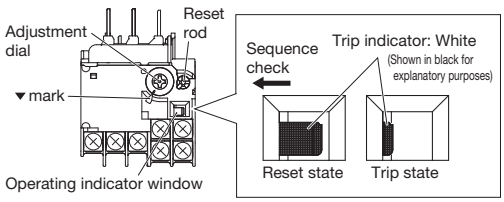

Fig. 1
(2) Operating indicator [Fig. 1]
(3) Sequence check [Fig. 1]
(4) Reset method [Fig. 1]